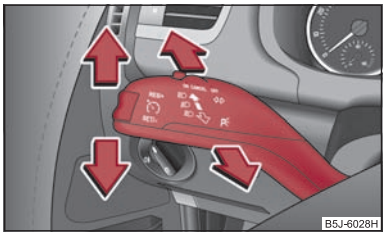

Fig. 40 La palanca de luz intermitente y luz de carretera
– Presione la palanca hacia arriba o hacia abajo ⇒ fig. 40.